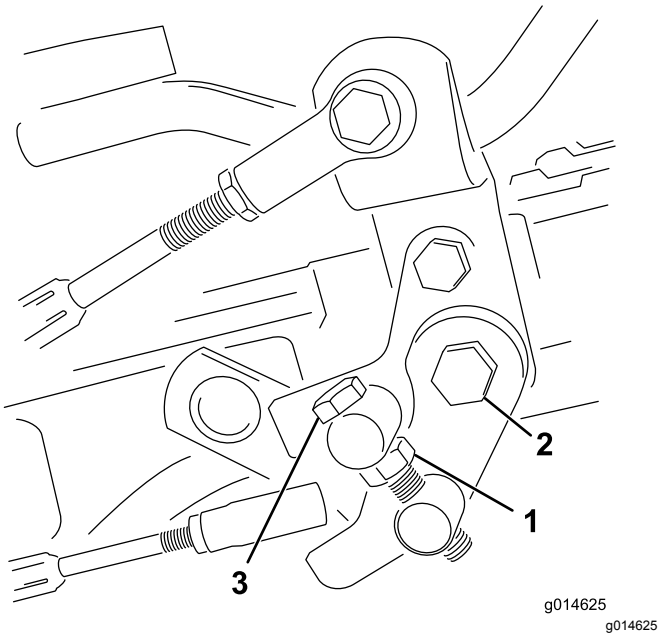

Figur 34
1. Lossa kontramuttern på justeringsbulten (Figur 34).
4. Dra åt kontramuttern på justeringsbulten och muttern på pedaltappen för att låsa justeringen (Figur 34). Kontrollera justeringen och ändra vid behov.